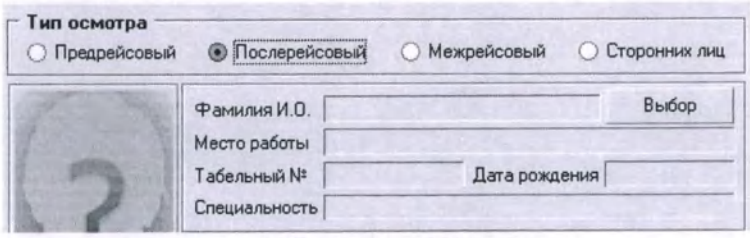

Рисунок 8.3
2.4.5.2 Для проведения послерейсового типа осмотра выберите соответствующий пункт в поле «Тип осмотра» (рисунок 8.3), расположенного в верхнем левом углу формы «Проведение обследования». Проведение обследования, в данном случае осуществляется аналогично предрейсовому осмотру.